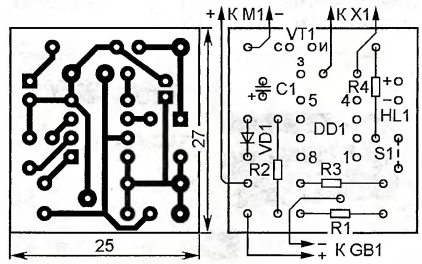

Рис. 4
Чертёж возможного варианта платы показан на **рис. 4**. Резисторы — МЛТ, С2-33, конденсатор — оксидный импортный.
*На первой части схемы (см. рис. 4 в статье) номинальное сопротивление резистора R17 — 470 Ом.*